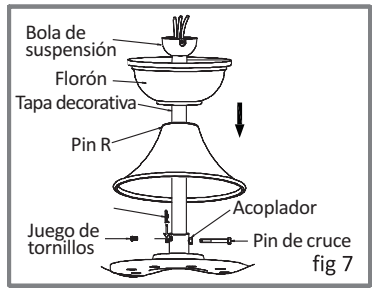

fig 7
3) Aflojando los dos set de tornillos del soporte de abajo . Vuelva a instalar el Pin de cruce y asegúrelos con el "R" pinc (fig 7)